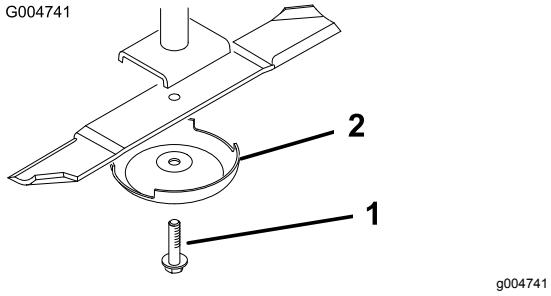

Figuur 114
3. Verwijder de mesbout, de antiscalpeercup en het mes van de as (Figuur 114).